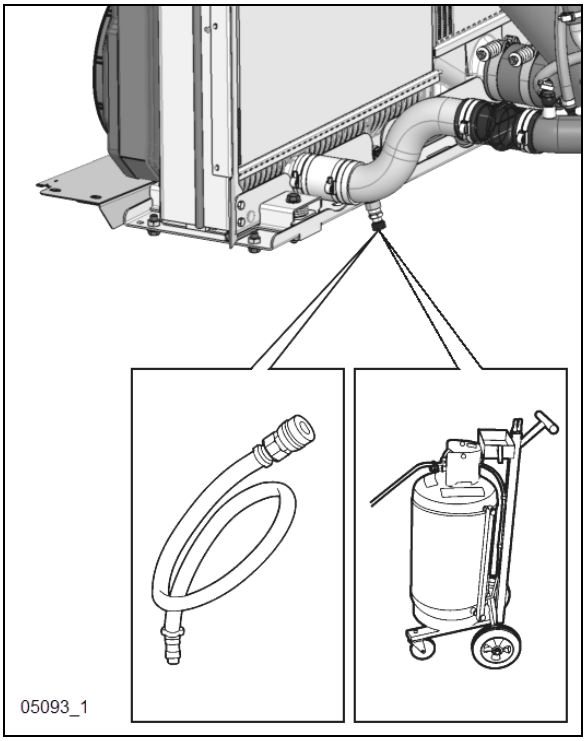

FIGURE 9 : EXTRACTION DE LIQUIDE DE REFROIDISSEMENT
5. Brancher l'extracteur de liquide de refroidissement (Figure 9) vidanger le liquide de refroidissement du moteur. Une autre méthode consiste à vidanger le liquide de refroidissement dans un récipient approprié à l'aide du tuyau de vidange.